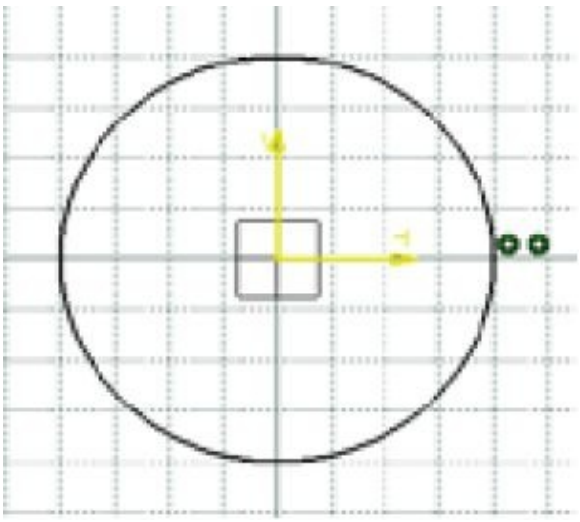

Figure 3-51 *The sketch after drawing the first circle*
a. Start a new part file in the **Part** workbench and draw the outer loop of the sketch using the **Circle** and **By-Tangent Line** tools, refer to Figures 3-51 through 3-54.
3. Move the cursor horizontally toward the right and click when the **R** edit box in the **Sketch tools** toolbar displays **40**; the circle is drawn, as shown in Figure 3-51.